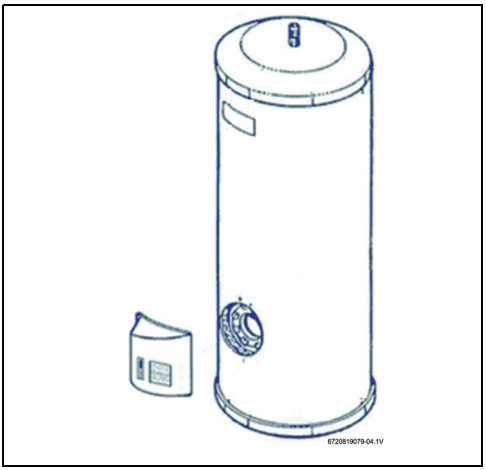

Fig. 16
- Retirar la tapa de plástico del termo eléctrico, véase Fig. 16.